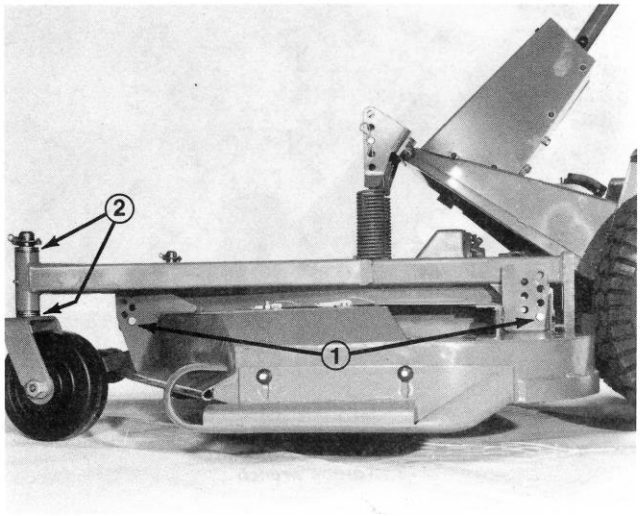
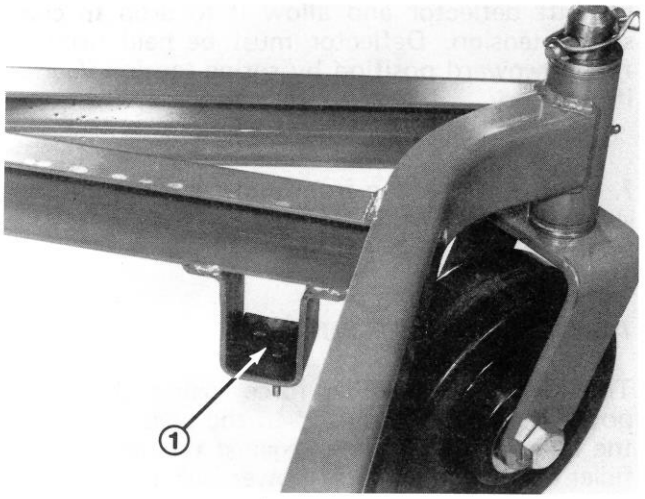

Figure 35
Figure 36
2. Raise height-of-cut to 4 in. (102 mm) position (Fig. 35); refer to Adjusting Height-Of-Cut, page 9.
A. Cutting units usually operated at 1 to 2 in. (25 to 51 mm) height-of-cut should have the low side of the cutting unit raised. Remove the lynch pin securing castor wheel on low end (Fig. 35) and remove castor assembly.
B. Transfer one thrust washer from top side of castor shaft to bottom, install castor assembly and compare blade height of all blades; refer to items 3 through 6. Continue adding thrust washers if height still does not meet requirements.
C. If cutting unit is operated at 2 to 4 in. (51 to 102 mm) height-of-cut, lower the high side of cutting unit. Remove lynch pin of castor at high end of unit and remove castor assembly (Fig. 35).
D. Transfer one thrust washer from bottom of castor shaft to top side, install assembly and compare blade height of all blades; refer to items 2 through 6. Repeat procedure if height still does not meet requirements.
8. Check to make sure front height-of-cut pins are resting properly on frame cushions (Fig. 36). If pins are not resting properly, place a shim or shims under cushion to raise it for proper alignment.